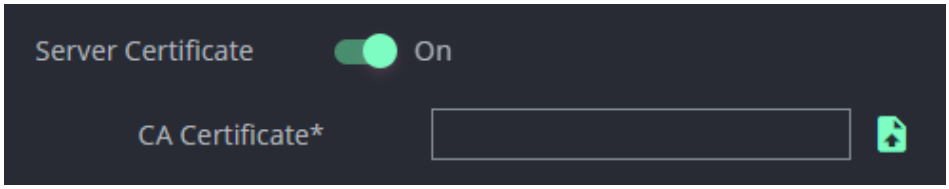

Figure 37: CA – Certificate
2. Select the Device Security tab. The Security settings appears (Figure 37).